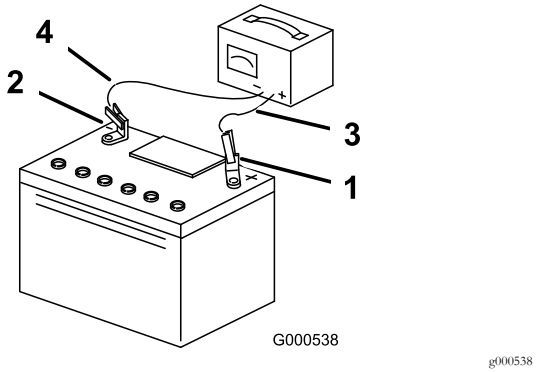

Figur 52
3. När batteriet är fulladdat ska laddaren kopplas bort från eluttaget först, och sedan ska laddningskablarna lossas från batteripolerna (Figur 52).